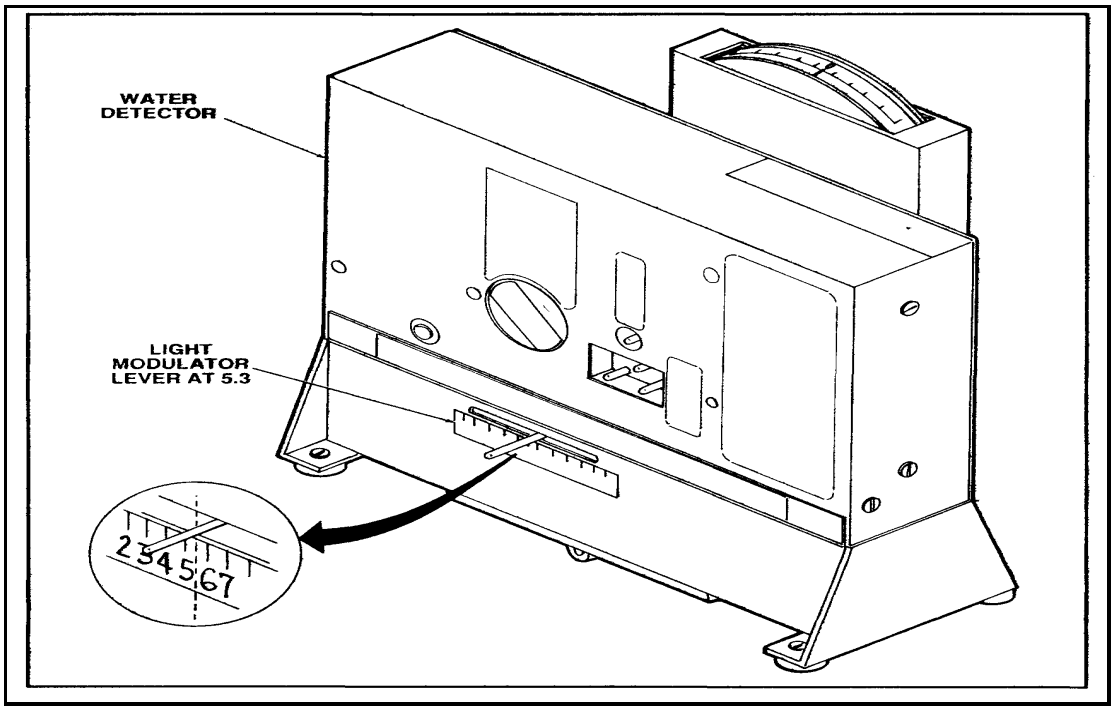

Figure E-5. Set the light-modulator lever
• Position the light-modulator lever, located on the side of the water detector, until the lever is directly above the number on the scale corresponding to the set number shown on the calibration pad as shown in Figure E-5, page E-4.